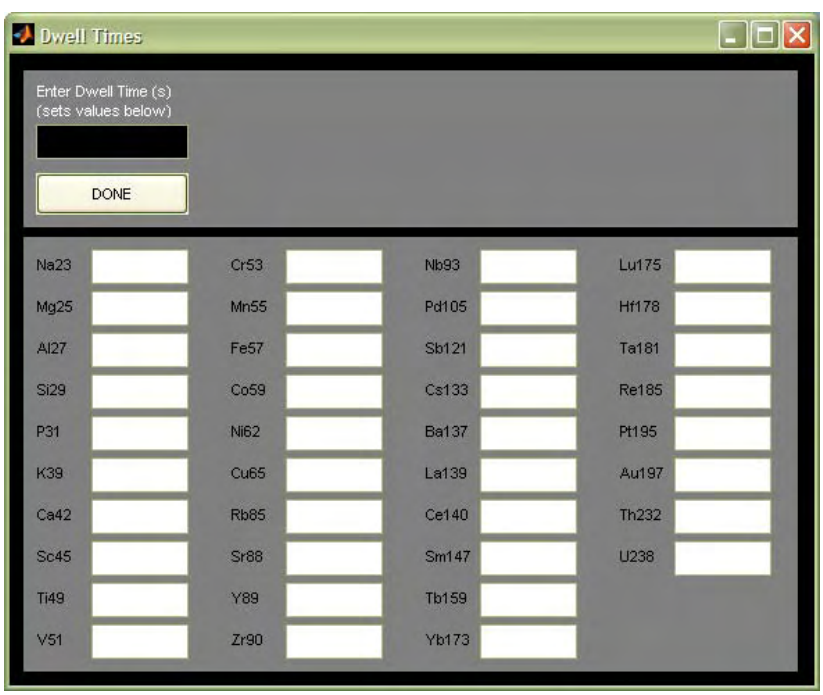

Fig. 4: Window for entering dwell times.
1. From the SILLS control panel click *Settings* → *Set Dwell Times*. The following will appear (Fig. 4):